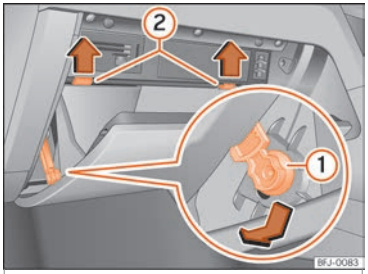

Fig. 50 Boîte à gants (volant à droite) : accès à la boîte à fusibles.
- Déplacez l'élément de freinage ››› fig. 50 ① dans le trou du support vers le bas et tirez-le d'un côté.
- Appuyez sur les montants latéraux ››› fig. 50 ② vers le haut, dans le sens des flèches, tout en continuant à ouvrir la boîte à gants.
- Pour monter la boîte à gants, placez-la dans la position appropriée. Insérez l'élément de freinage dans le trou du support et déplacez-le vers le haut jusqu'à ce que vous entendiez un déclic. Appuyez doucement sur la boîte à gants vers l'avant, en surmontant la résistance des premiers montants ››› fig. 50 ②.